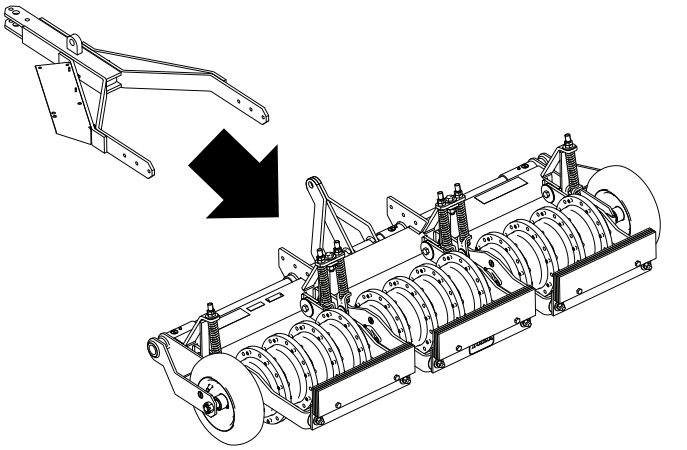

Rysunek 5
2. Przystaw zespół dyszla do aeratora w sposób pokazany na Rysunek 5.